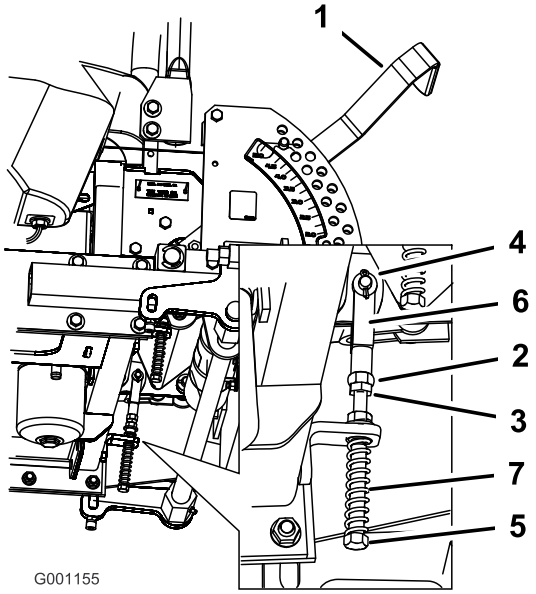

Figur 64
8. Hvis det er nødvendig med justering må du løsne på mutteren og låsemutteren mot krysshodet (Figur 64).
9. Legg på lett trykk bakover på kontrollspakene, vri hodet på justeringsbolten i korrekt retning inntil kontrollspaken er sentrert i nøytral, låst stilling (Figur 64).
10. Stram mutteren og låsemutteren (Figur 64).